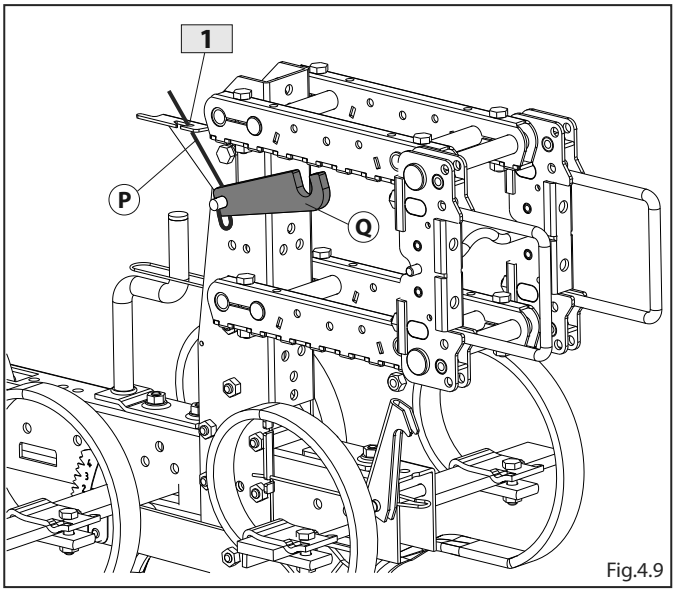

Fig.4.9
- Move the spring **P** from position **1** to position **2** (Fig. 4.9 - 4.10)